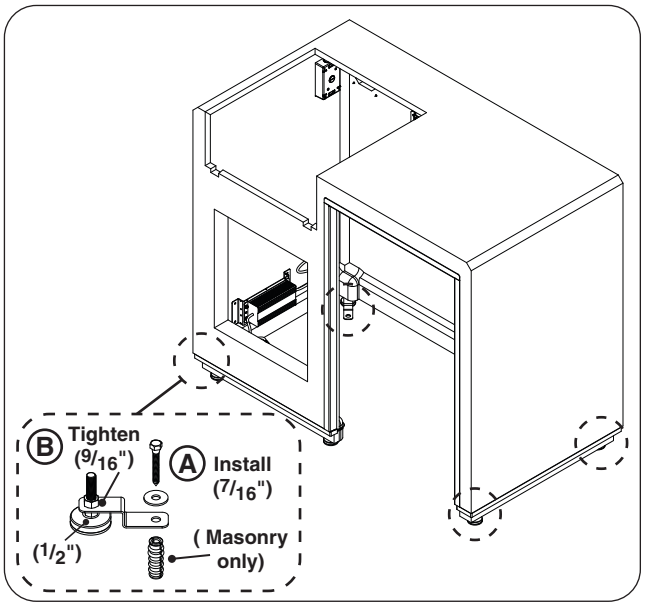

Fig. 8-2 Mount island
3. Secure the island to the floor using the 4 pre-installed mounting brackets. Use a $^7/_{16}$" open end wrench and the supplied mounting hardware as appropriate. See Fig. 8-2, A.
Finish by tightening down the brackets. Hold a leveler in place (below bracket) with a $^1/_2$" open end wrench, and tighten the nut (above bracket) using a $^9/_{16}$" open end wrench. See Fig. 8-2, B.